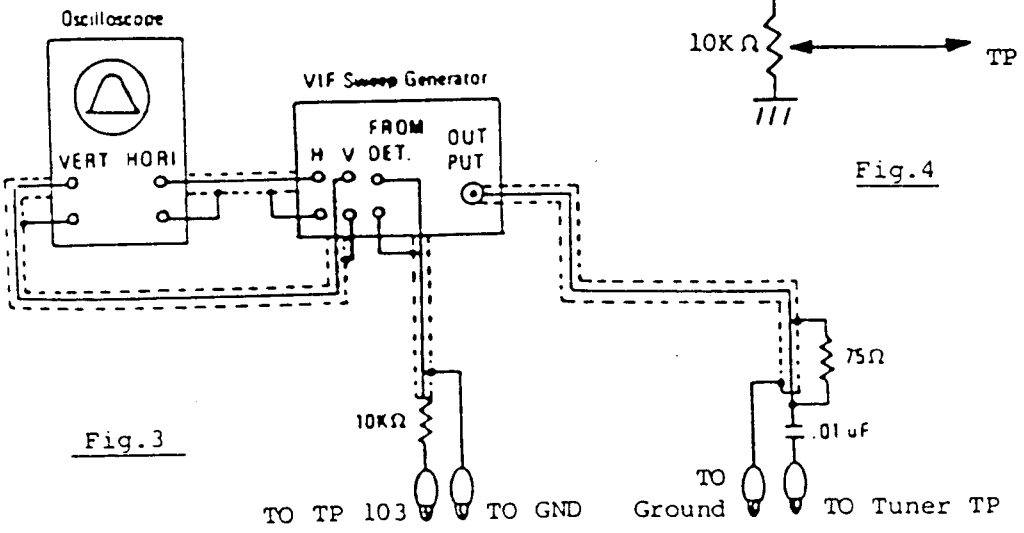

Fig.3
A. PREPARATION STEP (SEE FIG.3)